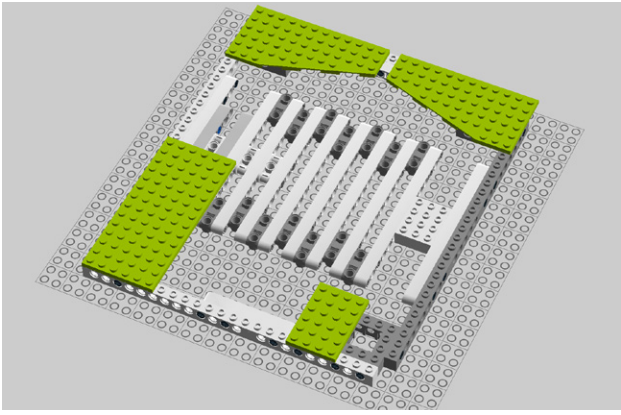

Figure 8-32. *Step 27: Reinforcing the Keytar body with a variety of Lego plates*
27. Let's add some plates! Add a left wing, a right wing, a 6x14 plate, and a 4x6 plate as seen in Figure 8-32.